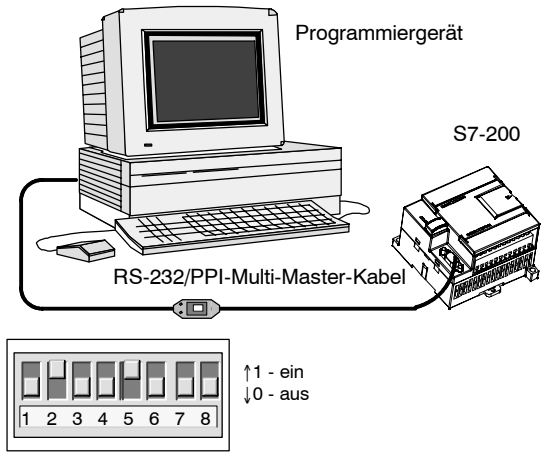

Bild 2-2 Anschließen des RS-232/PPI-Multi-Master-Kabels
Bild 2-2 zeigt ein RS-232/PPI-Multi-Master-Kabel, das die S7-200 mit dem Programmiergerät verbindet. So schließen Sie das Kabel an:
3. Achten Sie darauf, dass die DIP-Schalter des RS-232/PPI-Multi-Master-Kabels wie in Bild 2-2 eingestellt sind.